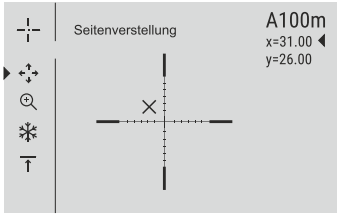

Abb.5
- Falls die Treffpunktlage mit der Zielpunktlage (mit Absehenmitte des Zielfernrohrs) nicht zusammenfiel, halten Sie die Taste **M (4)** gedrückt, um ins Hauptmenü zu übergehen.
- In der Bildschirmmitte erscheint ein Hilfskreuz , oben rechts erscheinen Koordinaten X und Y des Hilfskreuzes **(s. Abb. 5)**.
- Halten Sie das Absehen im Zielpunkt und drücken Sie die Tasten **UP (3)** und **DOWN (5)** um das Hilfskreuz zu schieben, bis es mit dem Treffpunkt zusammenfällt.
- Um die Bewegungsrichtung des Hilfskreuzes von waagerecht auf senkrecht zu wechseln, drücken Sie kurz die Taste **M (4)**.